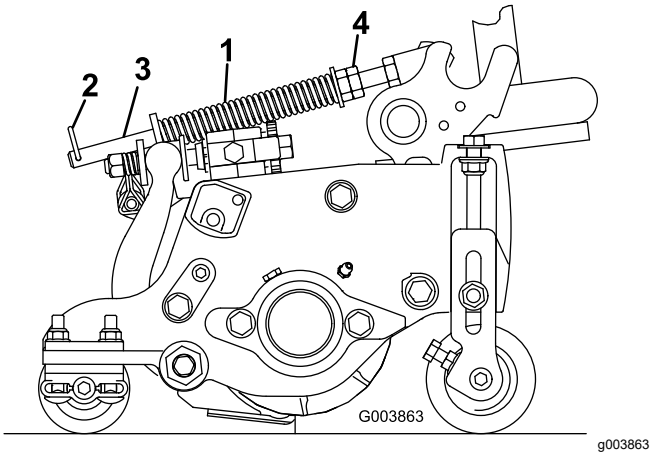

Figura 87
Arcul de compensare pentru gazon transferă greutatea de la rola frontală pe cea posterioară (Figura 87). Acest lucru ajută la reducerea valurilor create la nivelul gazonului, fenomen cunoscut i drept ondulare sau oscilare.
1. Asigurai-vă că tiftul în formă de agrafă este montat în orificiul posterior al tijei arcului (Figura 87).
2. Strângei piuliele hexagonale pe capătul frontal al tijei arcului, până când lungimea comprimată a arcului este de 12,7 cm pentru unităile de tăiere de 5 inchi sau 15,9 cm pentru unităile de tăiere de 7 inchi (Figura 87).